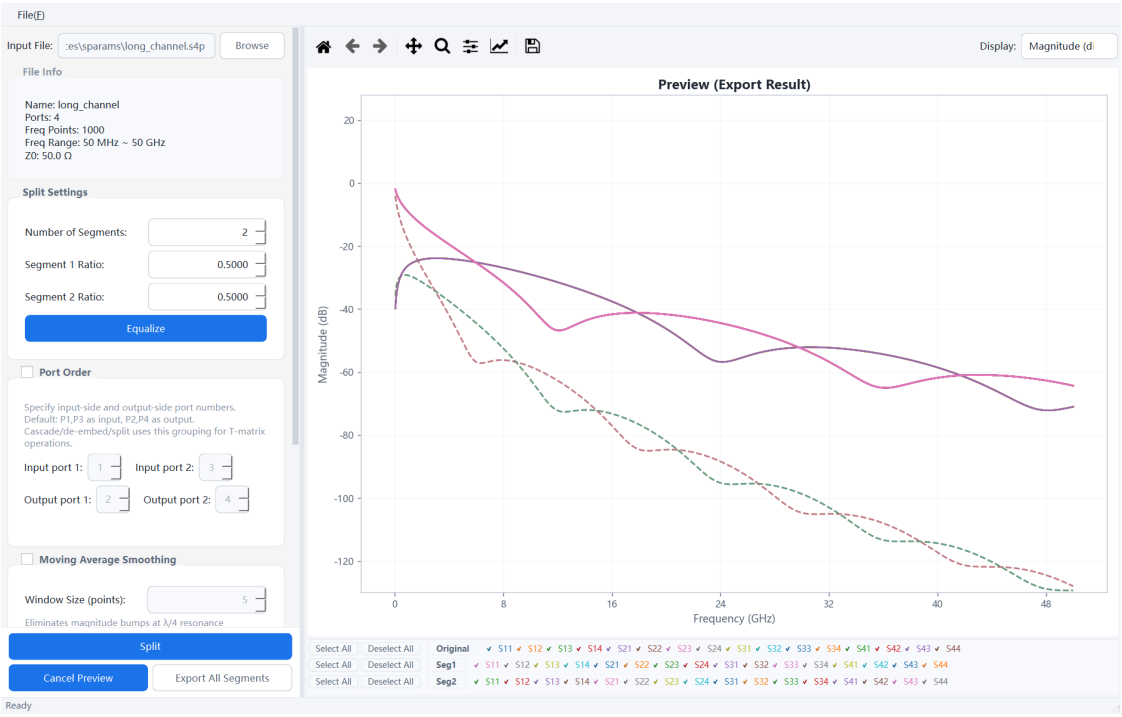

Fig. 7-5 Split: one channel, two halves
Step 1 Menu **S-Parameter Analysis** → **Split**, pick **long_channel.s4p**, 2 segments, click Split, then Preview to plot both halves (Fig. 7-5). The 2x-thru method cuts the channel into halves; each half can be saved and analyzed on its own.